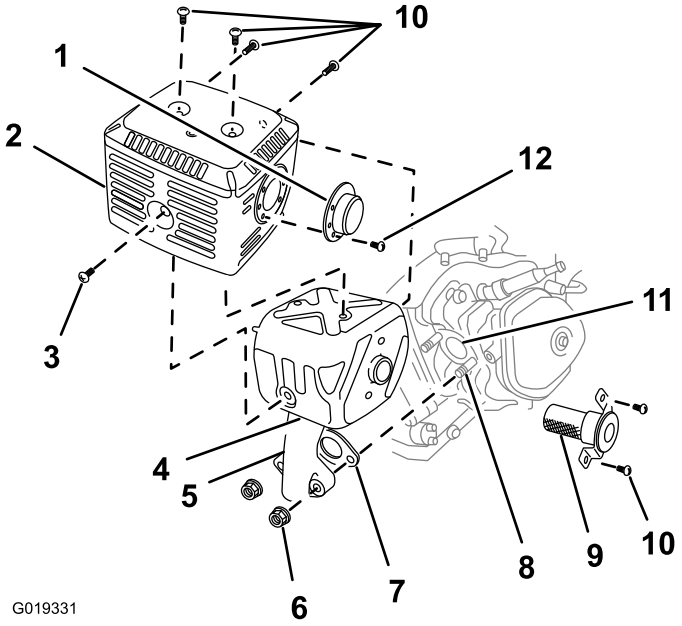

Figura 50
2. Retire las 2 tuercas (8 mm), y retire el silenciador del cilindro (Figura 50).
3. Retire los 3 tornillos (4 mm) del deflector del escape, y retire el deflector (Figura 50).
4. Retire los tornillos (5 mm y 6 mm) del protector del silenciador y retire el protector del silenciador (Figura 50).
5. Retire el tornillo (4 mm) del parachispas, y retire el parachispas del silenciador (Figura 50).